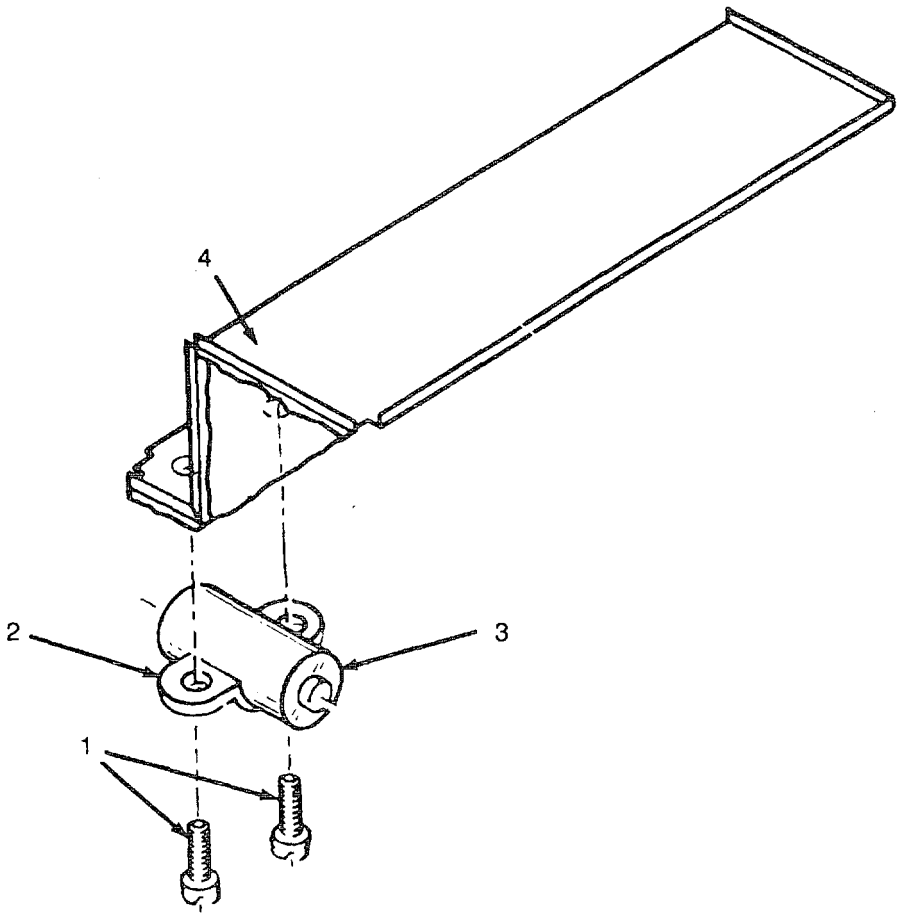

Figure 4-22. Compressor Capacitor
(1) Check the two screws (1, Figure 4-22) and strap (2) attaching the compressor capacitor (3) to the dividing wall assembly (4). Tighten if required.
(2) Install both front door assemblies. See para 4-17.
(1) Check the compressor capacitor (3, Figure 4-22) with a multimeter. Replace it if it shows a direct short.
(1) Remove rubber boot and tag and disconnect all wires to the compressor capacitor (3, Figure 4-22).
(2) Loosen the two screws (1) holding the strap (2) to the dividing wall assembly (4).
(3) Remove the compressor capacitor (3) from the air conditioner.
(1) Slide the compressor capacitor (3, Figure 4-22) under the retaining strap (2) on the dividing wall assembly (4).
(2) Tighten the two retaining screws (1) on the retaining strap (2).
(3) Connect the wires as tagged and remove the tags. Place rubber boot back over capacitor (3).
(4) Install both front door assemblies. See para. 4-17.